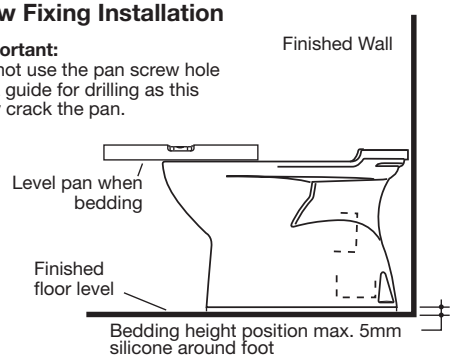

Fig. 3
**4-** Run a bead of acetic cured silicone sealant at a height of 8mm approximately fully around the foot of the pan which contacts the floor. Use Wedges around the foot base (if required) so that the **maximum height of silicone sealant is not greater that 5mm on completion on bedding**, as detailed in **Fig. 3.**